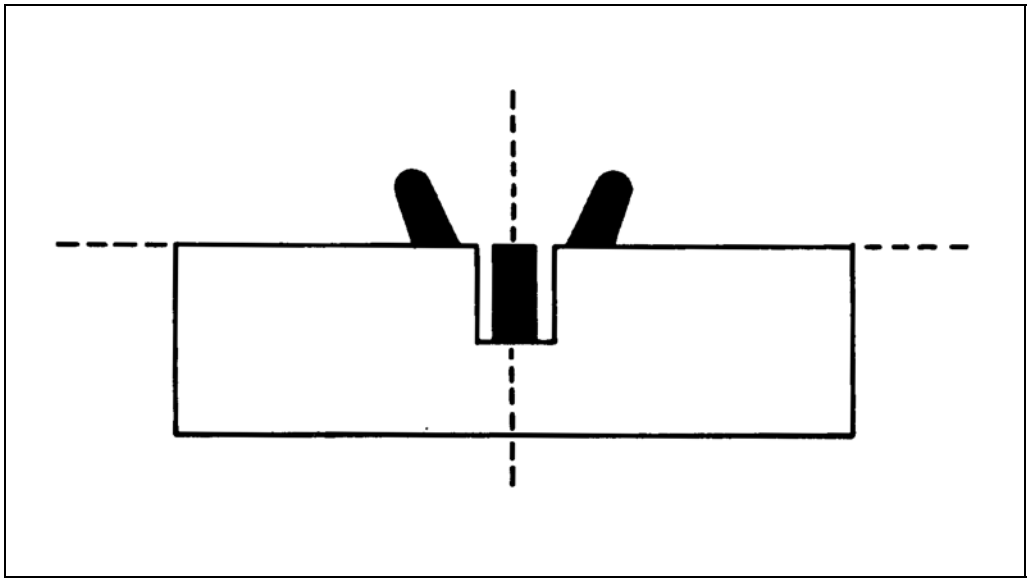

Figure A-19. Correct sight alignment.
a. **Sight Alignment, Sight Picture, and Sight Manipulation**. Sight alignment is the relationship between the front sight blade and the rear sight notch. Figure A-19 shows the correct sight alignment. If you drew an imaginary horizontal line across the top of the